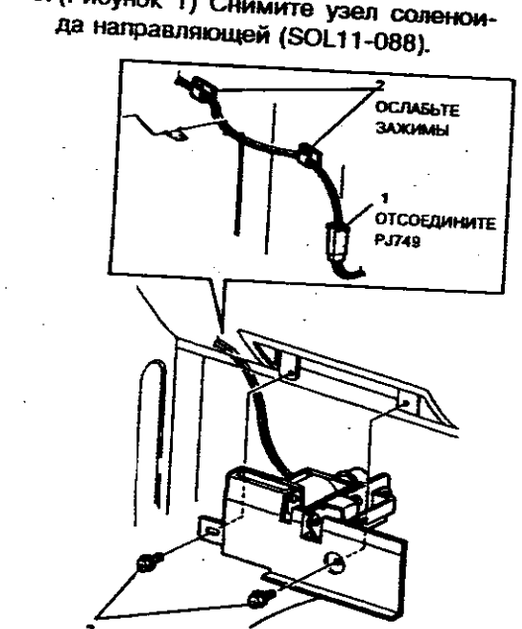

**Рисунок 1. Снятие соленоида направляющей**
3. (Рисунок 1) Снимите узел соленоида направляющей (SOL11-088).